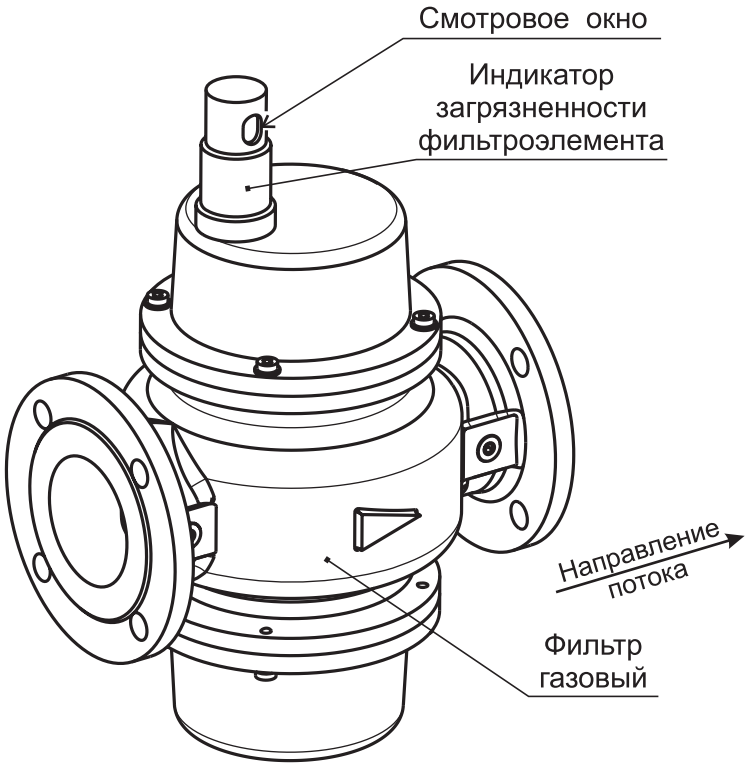

Рис. 20-6. Фильтр газовый с индикатором загрязненности фильтроэлемента
- полное перекрытие смотрового окна индикатора загрязненности (заполнение окна красным цветом) - см. рис. 20-6. Полное перекрытие смотрового окна соответствует перепаду давления 10 кПа;